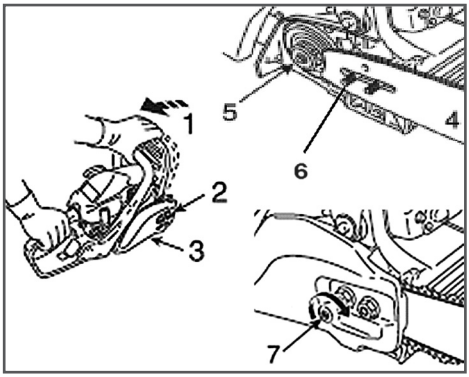

Рис. 2 Установка шины
1. Перед установкой шины и цепи убедитесь в том, что тормоз цепи находится в расторможенном положении. Для этого рукоятку тормоза 1 (Рис.2) потяните на себя до щелчка.
2. Открутите гайки 2 и снимите крышку шины 3 (Рис. 2).
3. Установите шину 4 пазом на шпильки крепления шины 6 и передвиньте ее в сторону муфты сцепления 5 для облегчения установки цепи (Рис. 2).
5. Вращая винт натяжителя цепи 7 (Рис. 2) против часовой стрелки, установите палец натяжителя в крайнее левое положение. Установите на место крышку шины 3 (Рис. 2).
8. Отрегулируйте натяжение цепи (см. раздел «Регулировка натяжения цепи») вращая винт натяжителя цепи 7 (Рис. 2) по часовой стрелке.